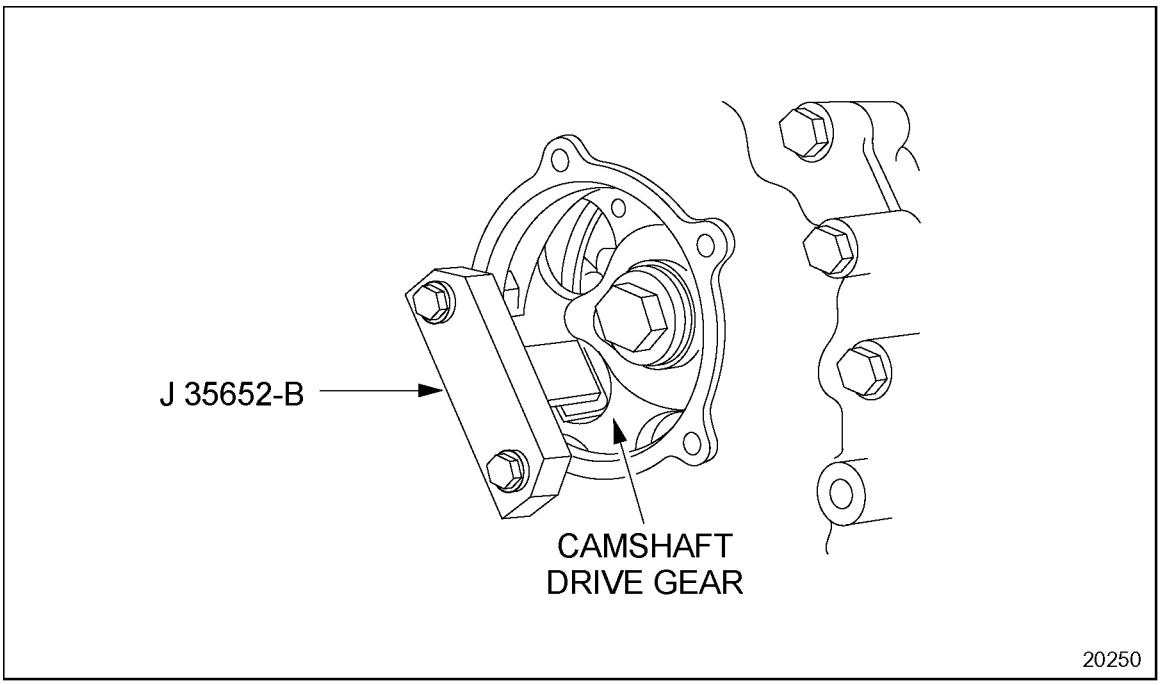

Figure 1-375 Camshaft Drive Gear Torque Holding Tool Installation
6. Install J 35652to the gear case, engaging one of the lightening holes in the camshaft drive gear. Use two of the access cover bolts to secure the tool to the gear case. See Figure 1-375.